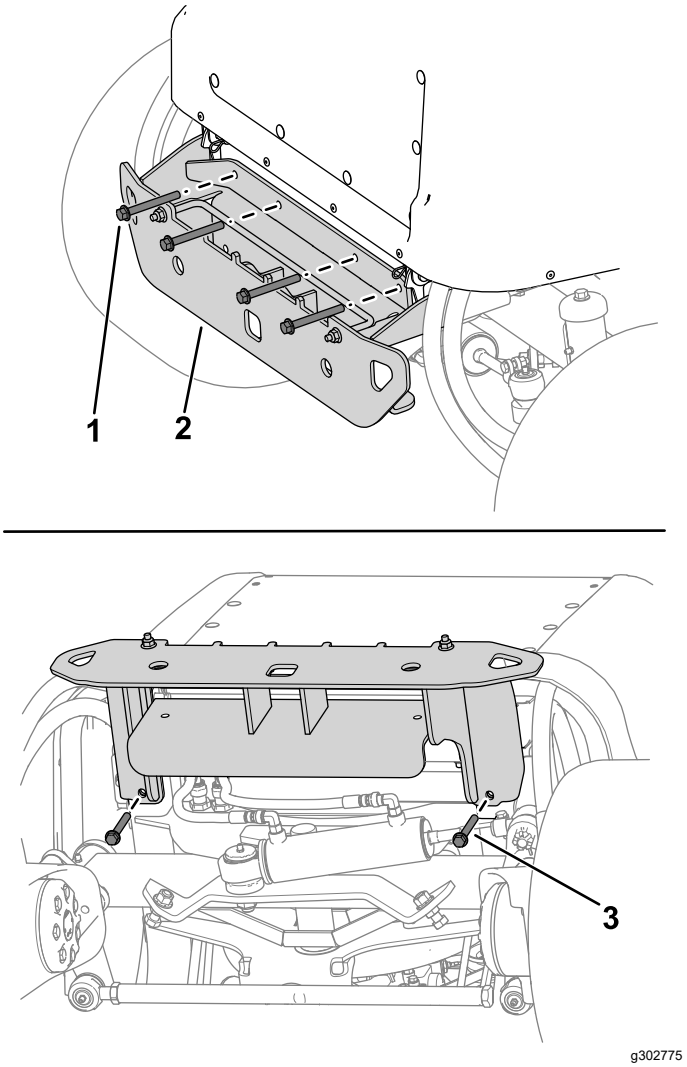

Figur 16
2. Brug 4 bolte (⅜" x 3¼") og 4 møtrikker (⅜") til at fastgøre det øvre område af kofangeren løst til maskinens stel som vist i Figur 16.
3. Brug 2 bolte (⅜" x 2¾") og 2 møtrikker (⅜") til at fastgøre kofangeren løst under maskinens stel som vist i Figur 16.